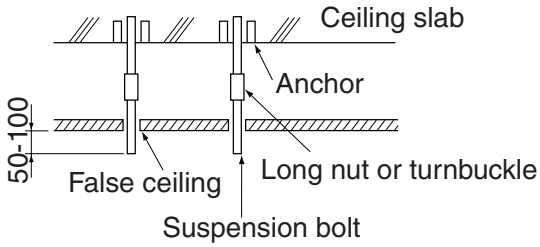

Fig. 3
2. **Make holes for suspension bolts, refrigerant and drain piping, and wiring. (Refer to Fig. 3)**